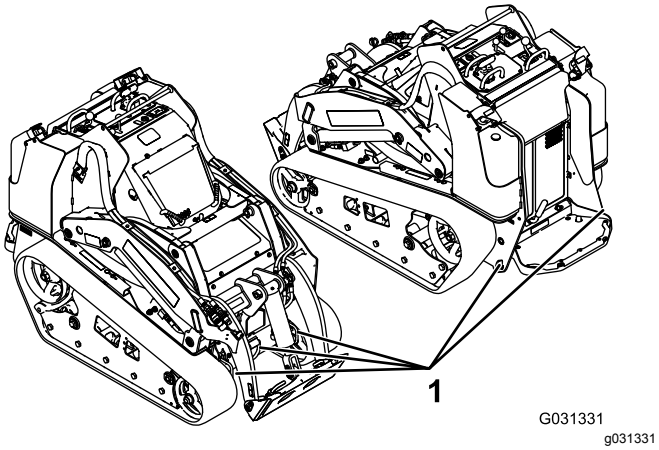

**Rysunek 36**
8. Zamocuj maszynę do przyczepy lub ciężarówki za pomocą pasów, łańcuchów lub lin, mocując je do metalowych uch na maszynie (Rysunek 36). Zastosuj się do obowiązujących przepisów określających wymogi dotyczące mocowania maszyny.
Maszynę można unieść za pomocą uch mocujących/do podnoszenia, stanowiących punkty podnoszenia podane na Rysunek 36.